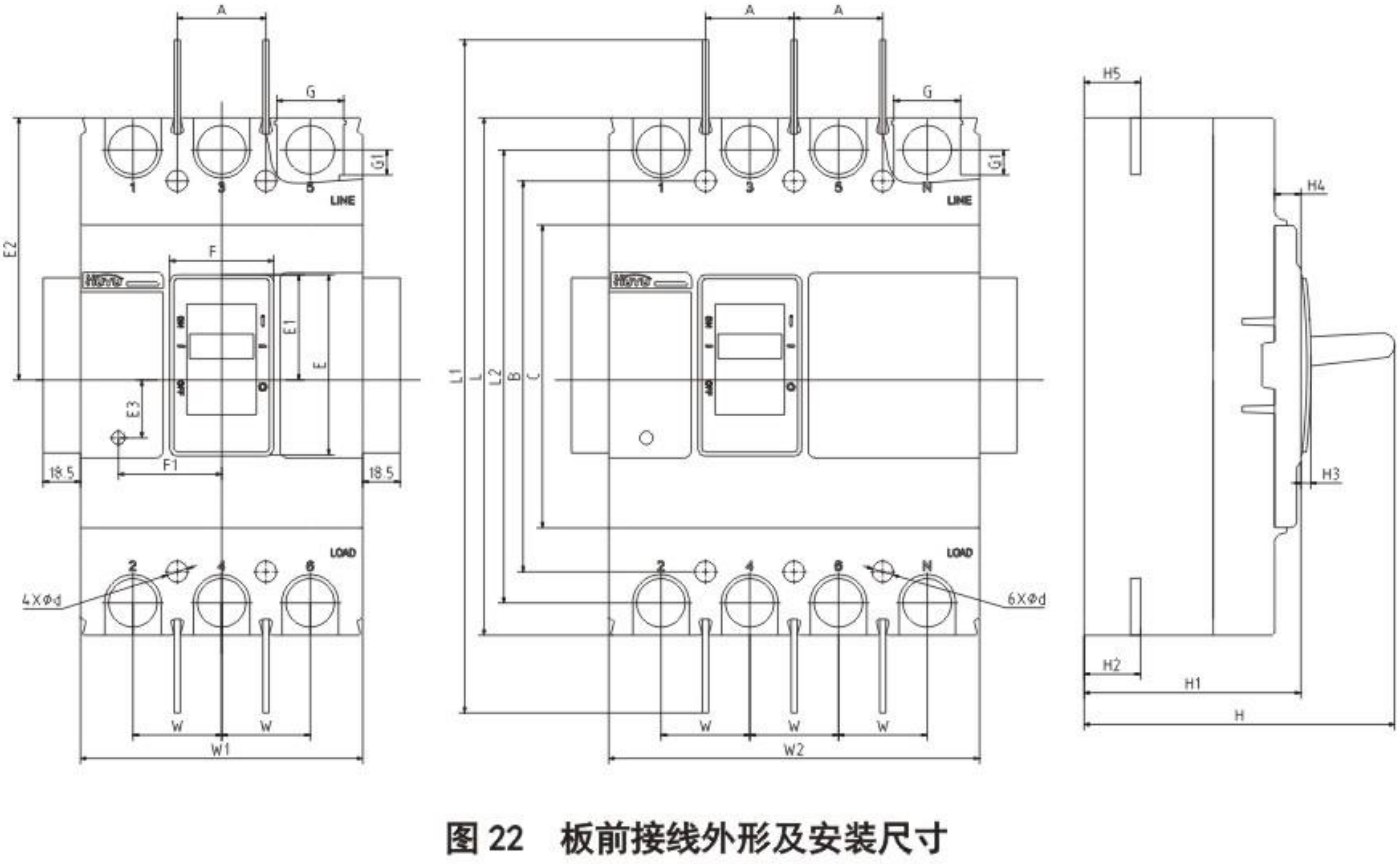

图 22　板前接线外形及安装尺寸
6.1　断路器板前接线外形及安装尺寸见图 22 及表 11。